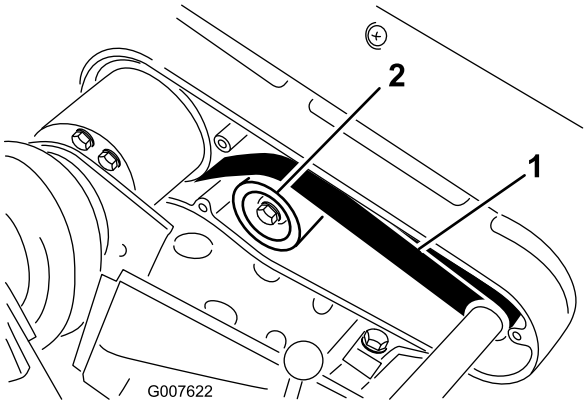

Figur 42
2. Kontrollera spänningen genom att trycka ned remmen mellan två skivor (Figur 42) med en kraft på 22 till 26 N. Remmen ska böjas ned 6 mm.
A. Lossa fästmuttern på mellanremskivan och sväng mellanremskivan medsols mot remmens baksida tills önskad remspänning erhålls (Figur 42).